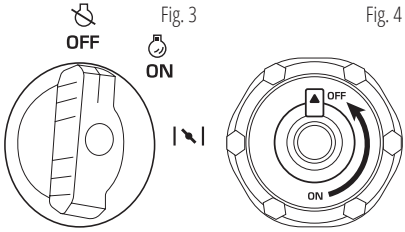

Fig. 3 Fig. 4
3. Tournez l'interrupteur du moteur multifonctionnel sur la position « OFF » (Fig. 3).